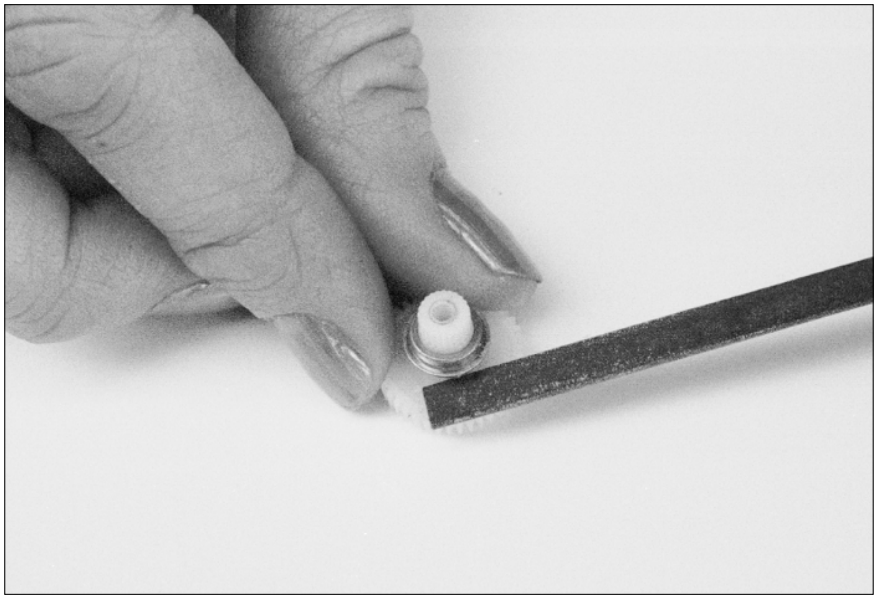

Figure 15-16: Filing down the ridge.
9. **File down the small portion of the ridge that you're stuck with, no matter what cutting technique you use; do this filing with a small, flat file (see Figure 15-16).**